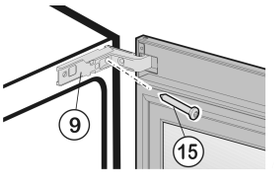

Fig. 9
- ▶ To unscrew the top turn hinge *Fig. 9 (9)*: undo the screw *Fig. 9 (15)*.